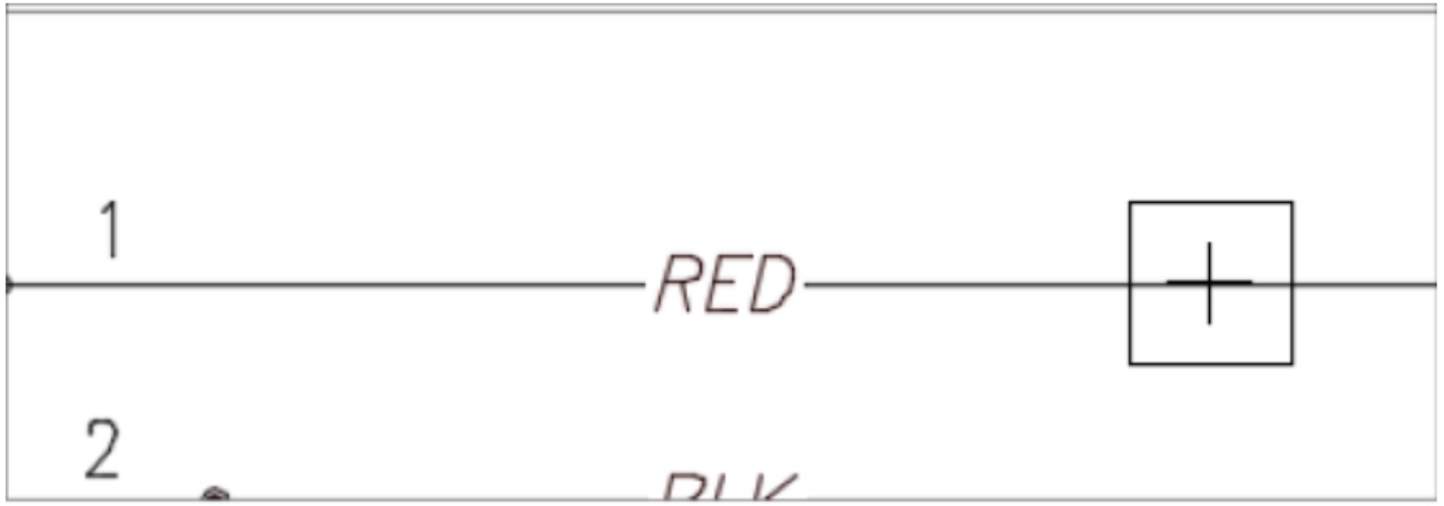

Figure-27. Scooting component
- Click on desired entity. A box will be attached to the cursor representing the component; refer to Figure-27.